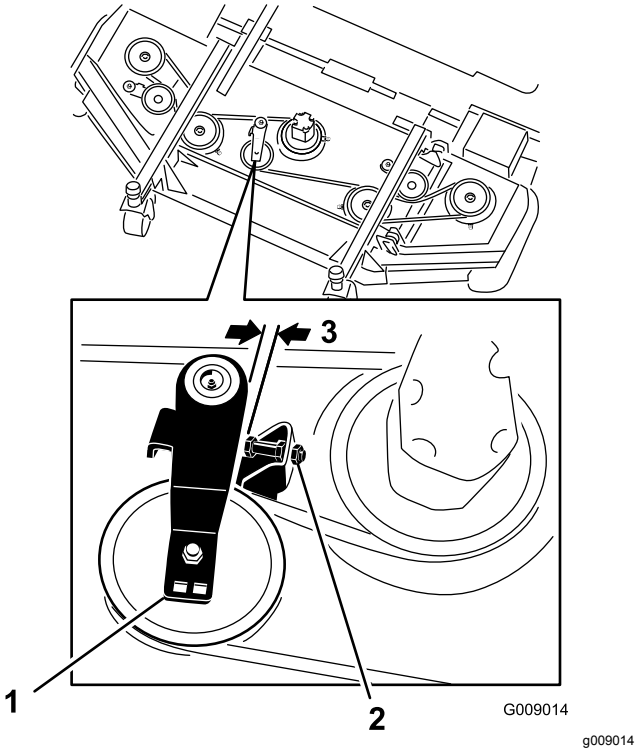

Figuur 127
3. Draai op het voorste maaidek in het midden de borgmoeren van de stopschroef van de spanpoelie los en draai de stopschroef in de beugel (Figuur 127).
4. Trek de spanpoelies van de zijmaaidekken weg van de drijfriem om deze te ontspannen en laat de drijfriem loskomen van de poelie van het zijmaaidek. Gebruik hiervoor een momentsleutel of soortgelijk gereedschap (Figuur 127).